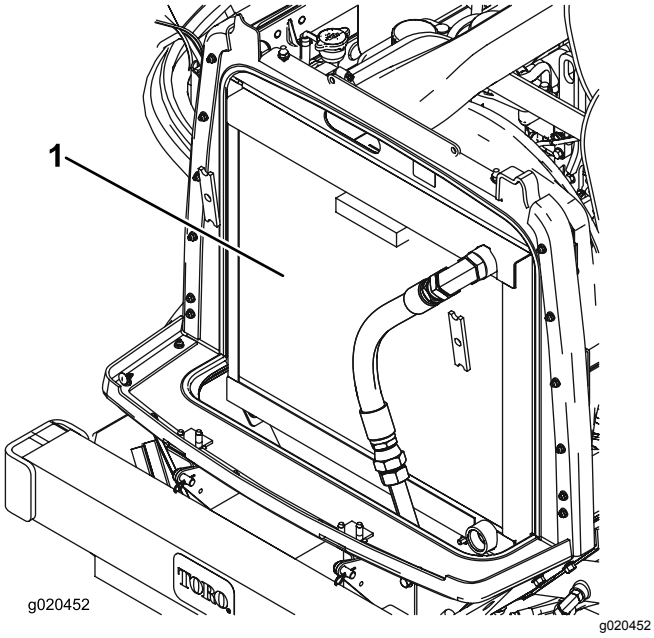

Figur 92
2. Rengør begge sider af køler-/oliekøleområdet (Figur 92) grundigt med trykluft. Begynd fra ventilatorsiden og blæs snavs ud mod bagsiden. Rengør dernæst fra bagsiden og blæs mod forenden. Gentag proceduren adskillige gange, indtil snavs og avner er fjernet.